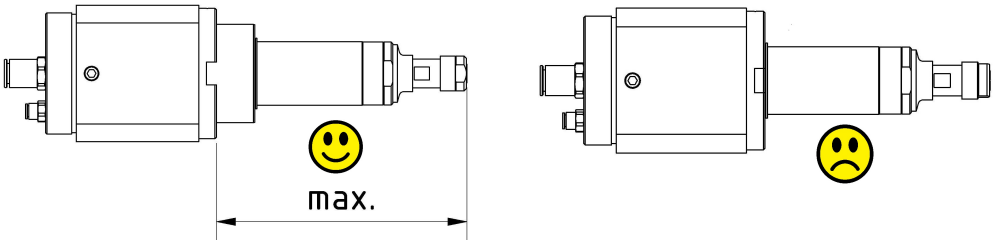

Abb. 4 – Max. Auslenkung axiale Roboterspindel
- ***Bevor die Auslenkung mit Druck beaufschlagt wird, muss die Roboterspindel manuell in die vorderste Position (max. Spindellänge) gezogen werden. Ansonsten besteht bei Druckbeaufschlagung Verletzungsgefahr! Siehe Abbildung 4***